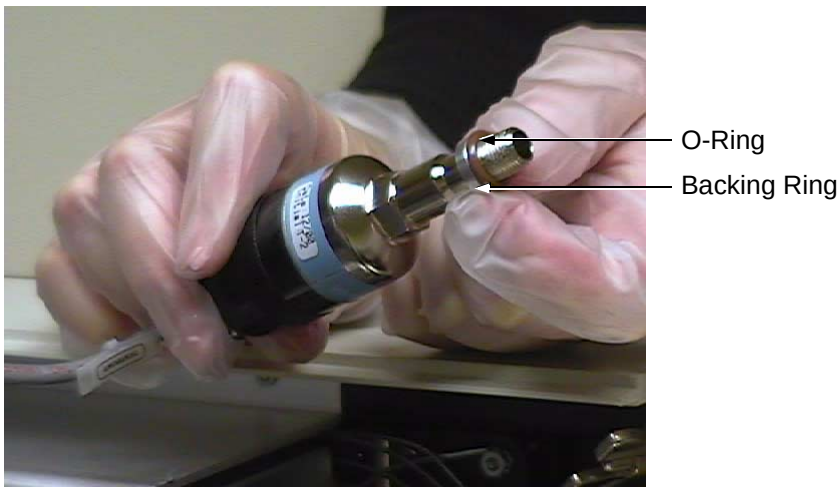

Figure 6-3 Test Port Thermocouple Gauge O-Ring amd Backing Ring
1. Place the backing ring and then the O-ring (Figure 6-3) onto the end of the new thermocouple gauge and move them down toward the gauge as far as they will go.